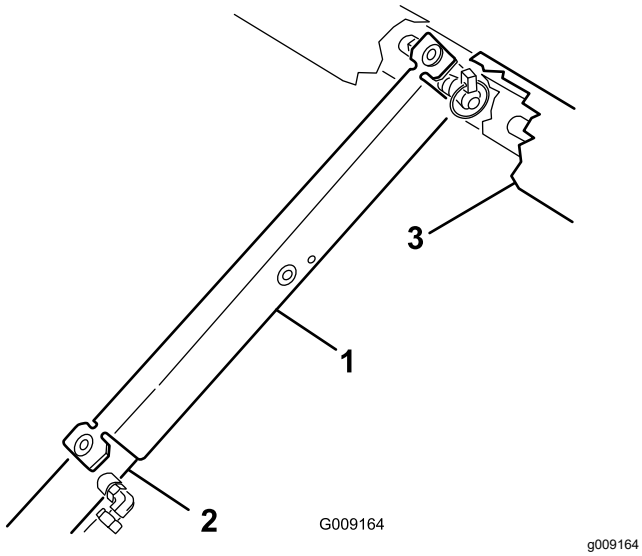

Figur 14
3. Tryck fast flakstödet på cylinderstaven och kontrollera att stödets ändar vilar på cylindertrummans ände och cylinderstavens ände (Figur 14).